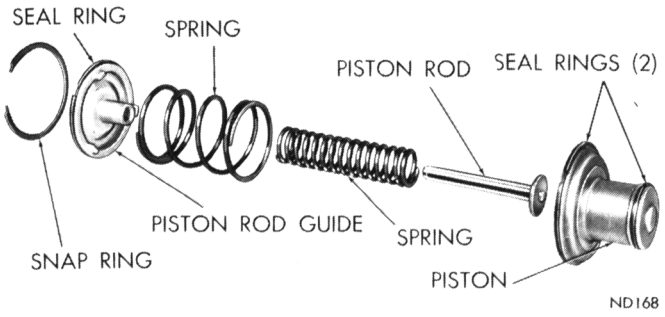

Fig. 94—Kickdown Servo
Figure 94 shows a disassembled view of the kickdown servo assembly. **The larger outer spring shown in Figure 94 is not used in A-904 transmissions. Also,**
(1) Carefully push servo piston into the case bore. Install piston rod, two springs and guide (Fig. 94). **The A-904 transmissions use one small spring only. Also, one small spring only is used in the maximum performance vehicles with A-727 transmissions.**
(2) Compress kickdown servo springs by using engine valve spring compressor Tool C-3422, then install snap ring.